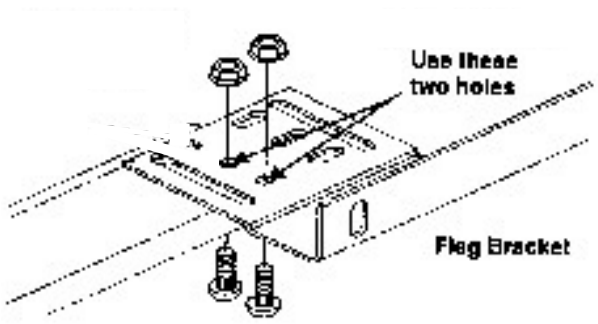

Fig. 2-T
**Step 2:** Loosely attach the flag bracket to the top of the track with two 1/4" x 5/8" track bolts and 1/4" flange nuts with the head of the bolts in the track. Make sure bolts and nuts are attached through the proper holes (two holes closest to the jamb) in flag bracket for your door thickness. (FIG. 2-T)
(Refer to FIG. 2-T to determine proper bolt placement.)